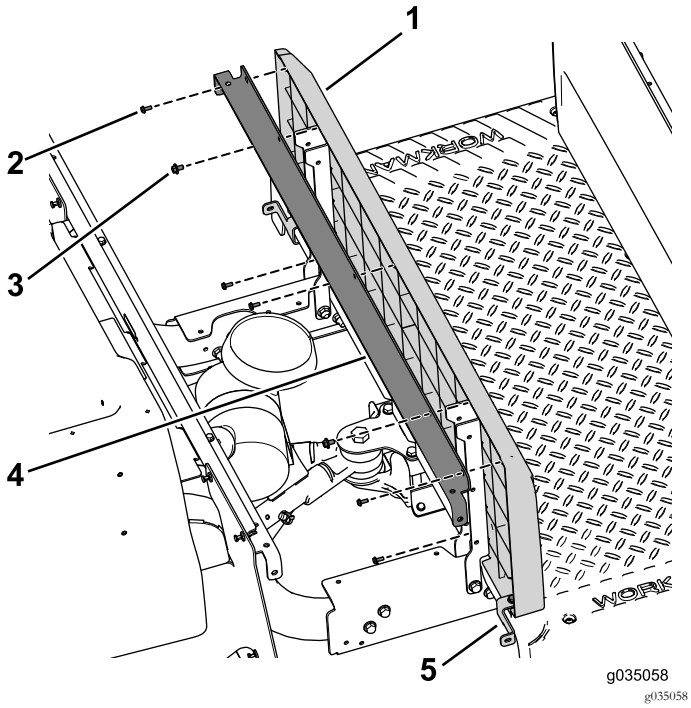

Figuur 42
7. Gebruik de 2 bouten met ring (1/4 x 1/2 inch) om de steunbeugel en het paneel van de stoelbasis aan de linker- en rechterstoelsteun te bevestigen (Figuur 42).
8. Gebruik de 2 bouten (1/4 x 2 inches), ring en borgmoer om de paneelbeugels links en rechts aan de machine te bevestigen (Figuur 42).